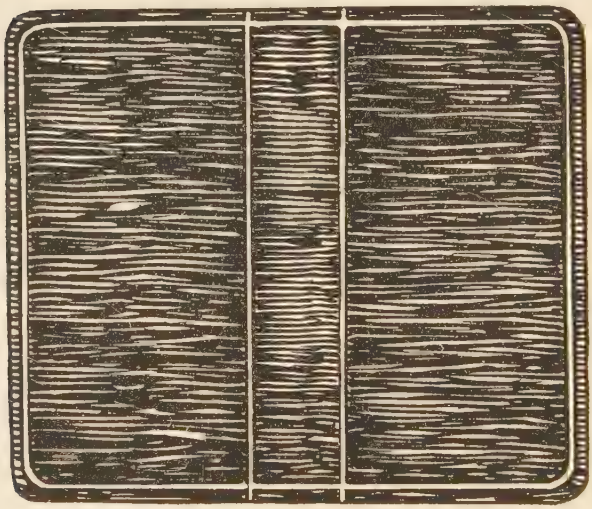

Fig. 247—Creasing Plan for Upright Cover
4. Crease the face of your cover with a single line creasing iron, as you did your leather cover, and add a vertical line close to and paralleling the two back edges of board. (Fig. 247.)